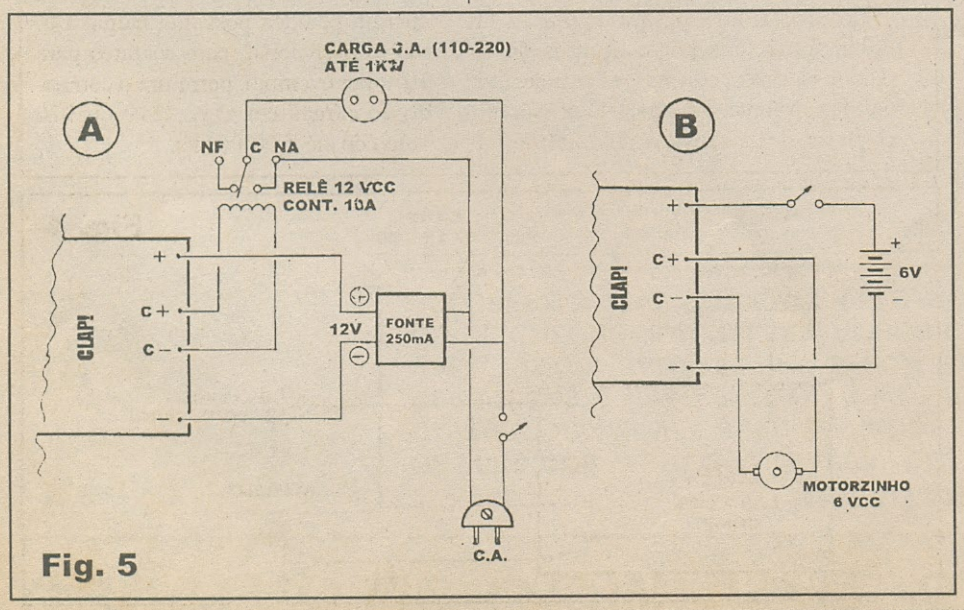

Fig. 5
- FIG. 5 - DIAGRAMAS BÁSICOS DE UTILIZAÇÃO E OPÇÕES PRÁTICAS... - A utilização básica do **CLAP!** é elementar: conecta-se a alimentação e a carga, com respeito às polaridades (e limites/tensões/correntes...) e... pronto! Um teste rápido pode ser feito, batendo palmas (uma única batida, de cada vez...) a uns dois metros de distância do sensor/capsula de cristal... A condição da carga deve inverter-se (ligando ou desligando, dependendo do estado em que estava...) a cada "palmada"... Pode-se ainda verificar o alcance e a sensibilidade, batendo palmas progressivamente a distância maiores do sensor, e anotando mentalmente o dito alcance, bem como *sentindo* a intensidade que deve ser dada às palmas para o devido reconhecimento por parte do circuito... Bem de perto (uns 50 cm.), o comando poderá ser acionado por um estalar de dedos ou pelo som de um "beijo estalado", feito diretamente com os lábios... O importante é lembrar que a sensibilidade é mais aguçada para as manifestações sonoras *bruscas* e em frequências mais elevadas na faixa audível... Sons mais graves, e que mostrem amplitude crescente ou decrescente em ritmos mais lentos, normalmente não *impressionarão* o **CLAP!** Em condições normais, e num ambiente doméstico padrão, mesmo uma conversação mantida por pessoas próximas ao sensor, não será capaz de acionar o circuito (no entanto, se alguma das pessoas *bater palmas*, imediatamente o circuito reagirá...). Voltando ao diagrama, no item **A** temos a esquematização da possibilidade de acoplamento de um simples relê, para o comando de cargas mais *pesadas*, alimentadas por C.A. Não esquecer que a bobina do relê deve ser para a mesma tensão de alimentação do circuito que - no caso do exemplo - é obtida de uma fontezinha ligada à C.A., com saída de 12 VCC x 250mA. Se o conjunto for arranjado *nos conformes* do diagrama, uma tomada incorporada ao sistema *interfaceará* a carga, cuja potência poderá atingir até 1 KW (considerável...). No item **B** do diagrama temos um exemplo mais clássico, para comando - por exemplo - de um brinquedinho motorizado (normalmente acionado por motorzinho C.C. de 6 volts...). As ligações são mais do que óbvias, e o funcionamento encantará a criançada, que poderá fazer um carrinho andar ou parar, simplesmente... batendo palmas próximo a ele...! A imaginação e a criatividade do caro leitor/hobbysta são - na verdade - os únicos limites para as possibilidades aplicativas do **CLAP!**, em suas múltiplas adaptações... A versatilidade do circuito é - com certeza - muito grande... O resto fica por conta de vocês...!